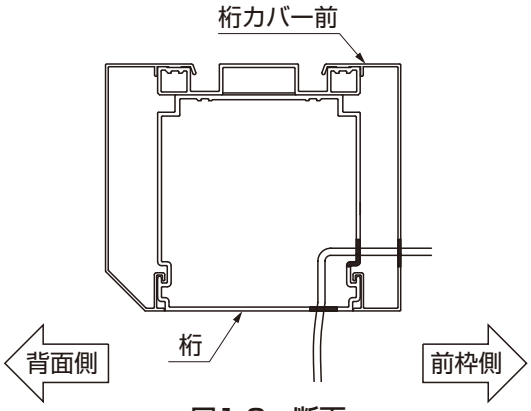

図1-2　断面
②桁カバー前と桁にφ19の配線通し穴をあけてください。(図1-2、1-3)